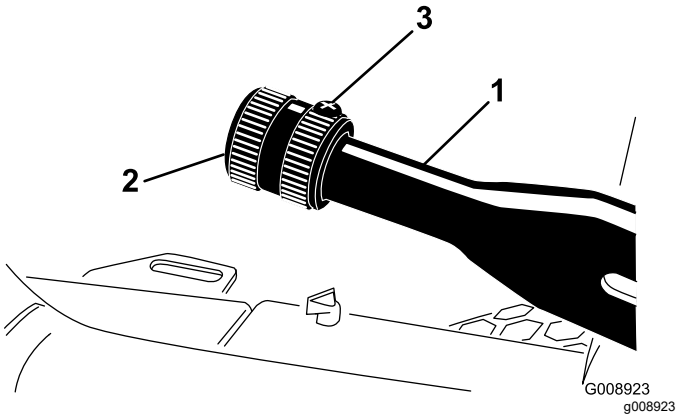

Figuur 61
1. Draai de stelschroef los waarmee de knop is bevestigd aan de parkeerremhendel (Figuur 61).